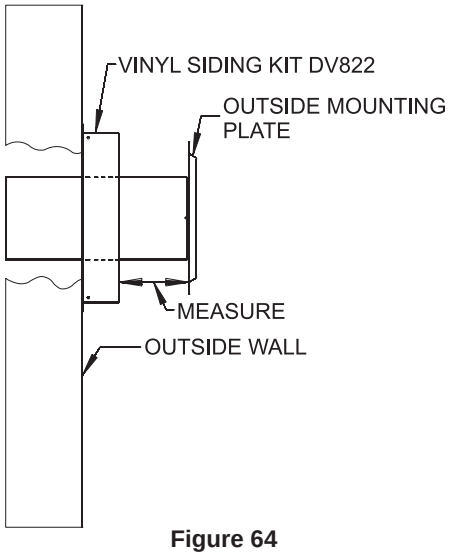

**Figure 64**
6. With the vinyl siding kit installed to wall (if necessary), insert the 6-5/8 inch diameter tube with outside mounting plate attached through hole in wall. Connect to collar on fireplace or rigid vent system. Measure between wall or vent cap extension and outside mounting plate (**Figures 64 and 65**).